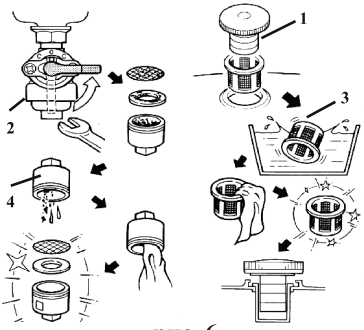

рис. 6
7.5.1 Снимите крышку бензобака **1** (рис. 6) и колпачок крана подачи бензина **2** (рис. 6), стараясь не повредить уплотнения. Слейте остатки топлива во вспомогательную ёмкость.
7.5.2 Удалите загрязнения с фильтров **3** и **4** (рис. 6) промыванием в лёгком растворителе
7.7.2 Удалите или полностью выработайте имеющуюся в баке топливную смесь. Слив производите, сняв колпачок **2** (рис. 6) крана подачи топлива.